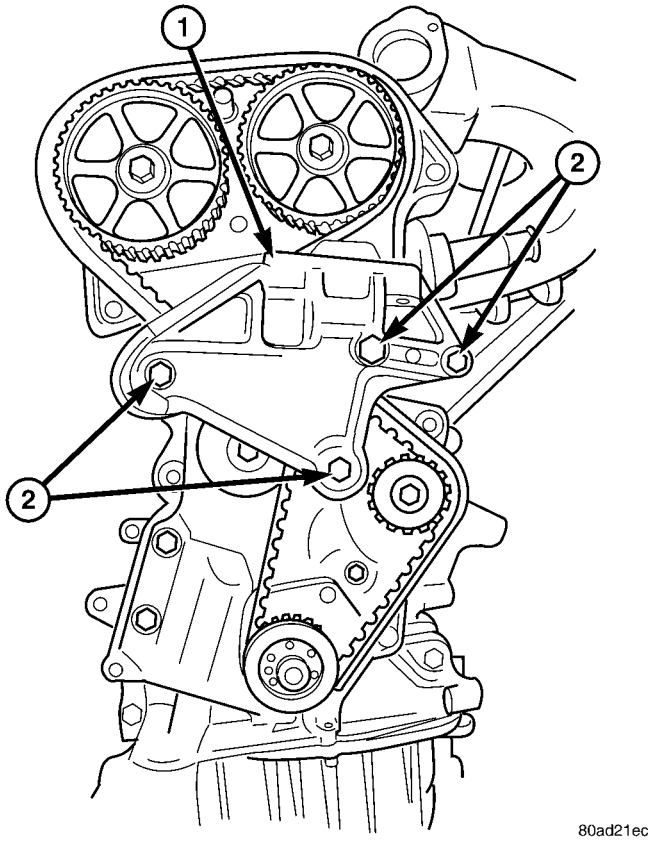

Fig. 119 Engine Mount Bracket
(3) Raise vehicle on hoist.
(4) Remove right front wheel.
(5) Remove right inner splash shield.
(6) Remove accessory drive belts (Refer to 7 - COOLING/ACCESSORY DRIVE/DRIVE BELTS - REMOVAL).
(7) Remove crankshaft vibration damper (Refer to 9 - ENGINE/ENGINE BLOCK/VIBRATION DAMPER - REMOVAL).
(8) Remove air conditioner/generator belt tensioner and pulley assembly (Refer to 7 - COOLING/ACCESSORY DRIVE/BELT TENSIONERS - REMOVAL).
(9) Remove timing belt lower front cover bolts and remove cover (Refer to 9 - ENGINE/VALVE TIMING/TIMING BELT COVER(S) - REMOVAL).
(10) Lower vehicle.
(11) Remove bolts attaching timing belt upper front cover and remove cover (Refer to 9 - ENGINE/VALVE TIMING/TIMING BELT COVER(S) - REMOVAL).
(12) Remove right engine mount (Refer to 9 - ENGINE/ENGINE MOUNTING/RIGHT MOUNT - REMOVAL).
(13) Remove engine mount bracket (Fig. 119).
(9) Install engine mount bracket to engine (Fig. 119).
(10) Install timing belt front covers and bolts (Refer to 9 - ENGINE/VALVE TIMING/TIMING BELT COVER(S) - INSTALLATION).
(11) Install air conditioning/generator belt tensioner and pulley (Refer to 7 - COOLING/ACCESSORY DRIVE/BELT TENSIONERS - INSTALLATION).
(12) Install right engine mount (Refer to 9 - ENGINE/ENGINE MOUNTING/RIGHT MOUNT - INSTALLATION).
(13) Install crankshaft vibration damper (Refer to 9 - ENGINE/ENGINE BLOCK/VIBRATION DAMPER - INSTALLATION).